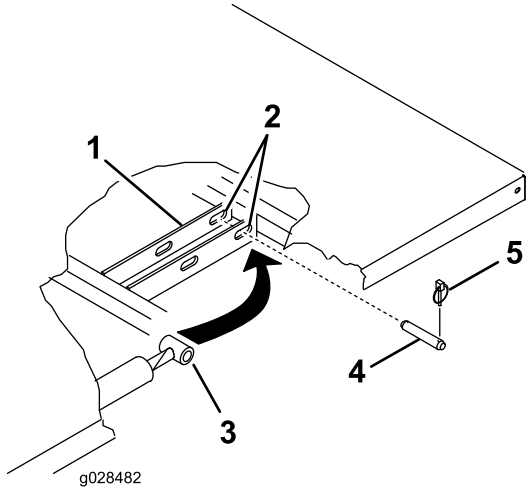

Bild 5
7. Setzen Sie den Lastösenbolzen von der Außenseite der Ladepritsche ein. Der Klappstecker sollte außen sein (Bild 5).